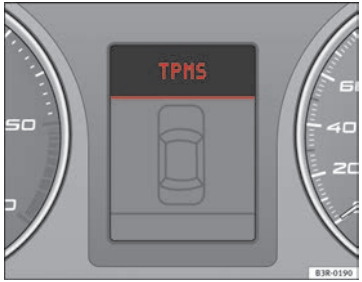
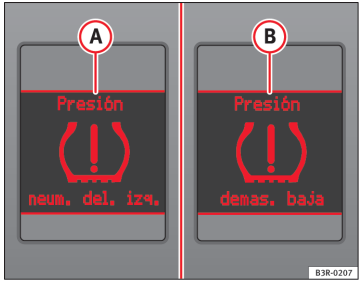

Fig. 45 Display: system fault
Fig. 46 Display: warning message ▶
The yellow warning (!) lamp remains on if the system is faulty or if the pressure is too low in at least one tyre. In the event of a system fault, the letters TPMS are displayed in the centre of the instrument panel ⇒ fig. 45. If the tyre pressure drops rapidly, message (A) ⇒ fig. 46 will be shown on the central display of the instrument panel. If the pressure loss is more gradual, message (B) ⇒ fig. 46 will be shown on the central display of the instrument panel. This message does not show the tyre affected. Should any of these warnings be displayed: